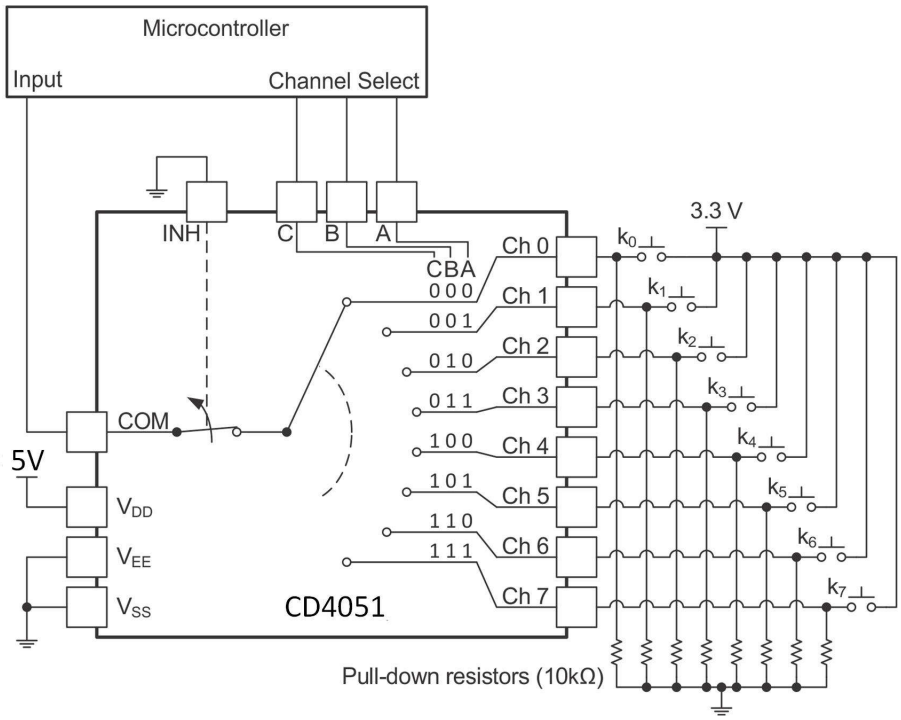

図 8-1. CD4051B は、キーパッドの [読み取り] ボタンを押すのに使用されています
CD4051B のアプリケーションの 1 つは、マイコンと組み合わせて使用してキーパッドをポーリングすることです。図 8-1 に、このようなポーリング システムの基本的な回路図を示します。マイコンは、入力を読み取っている間にチャネル選択ピンを使用してさまざまなチャネルを順に切り替え、ユーザーがいずれかのキーを押しているかどうかを確認します。この応用回路は非常に堅牢なセットアップで、わずかな電力消費で同時に複数のキーを押すことができます。このセットアップでは、マイコン上のごく少数のピンも使用します。ポーリングの欠点は、マイコンがキーを継続的にスキャンして押下した場合、それ以外の処理をほとんど行わないことです。
- 図 8-1 を 5V VDD に更新 18